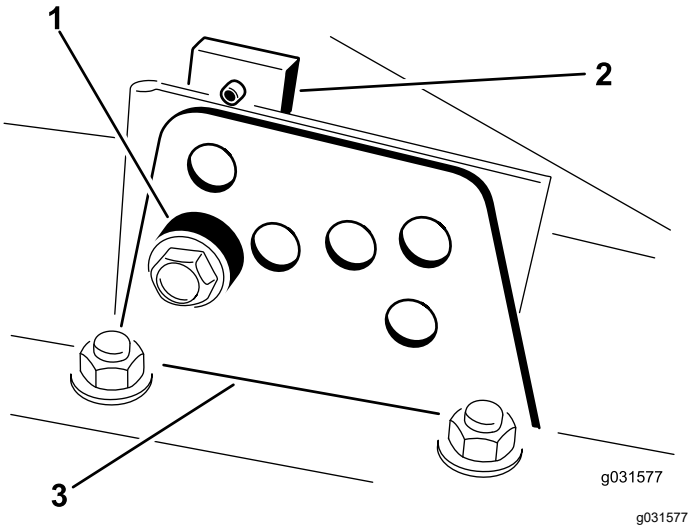

Figur 18
2. Lossa den skruv som fäster respektive klipphöjdsfäste på klipphöjdsplattan (längst fram och på vardera sidan) (Figur 18).
4. Ta bort distansbrickan samtidigt som du stöttar kammaren (Figur 18)